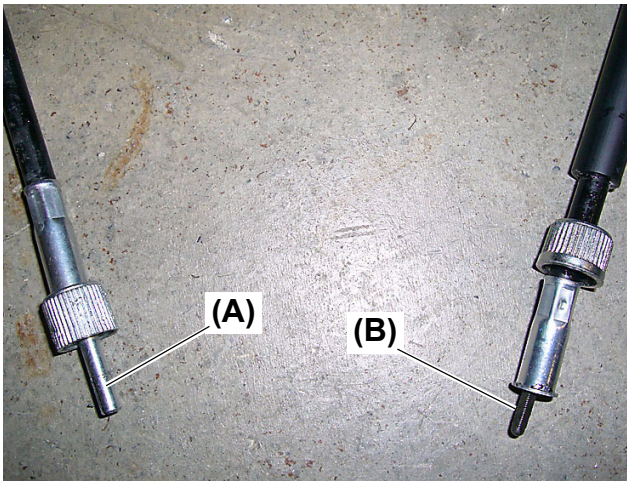
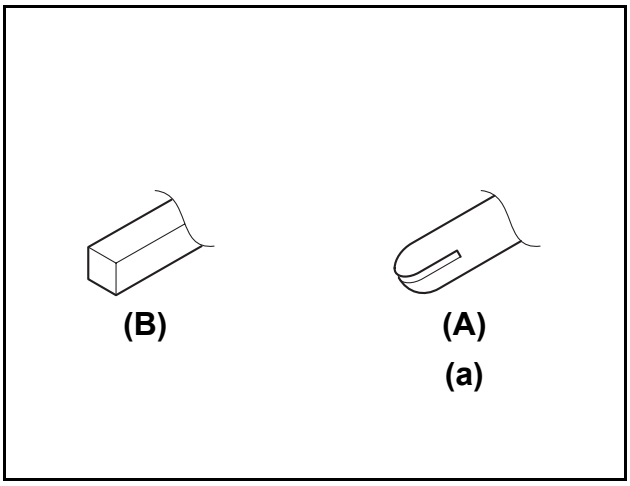

Fig. 7
Fig. 8
10.The end of the hour meter cable **(Fig. 7, (A), (B))** goes to the meter assembly in the dash.
- Direct the hour meter cable end **(Fig. 7, 8, (A))** with the groove **(Fig. 8, (a))** toward the engine.